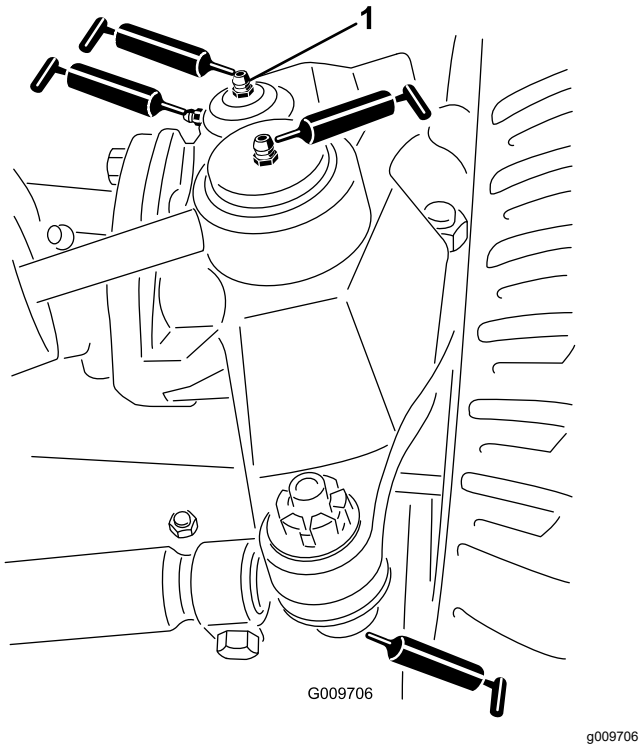

**Figur 81**
- Styresylinderens kuleledd (2) (Figur 81)
- Parallellstagets kuleledd (2) (Figur 81)
- Kingbolthylsene (2) (Figur 81) **Den øverste anordningen på kingbolten skal bare smøres årlig (to pumpetrykk).**